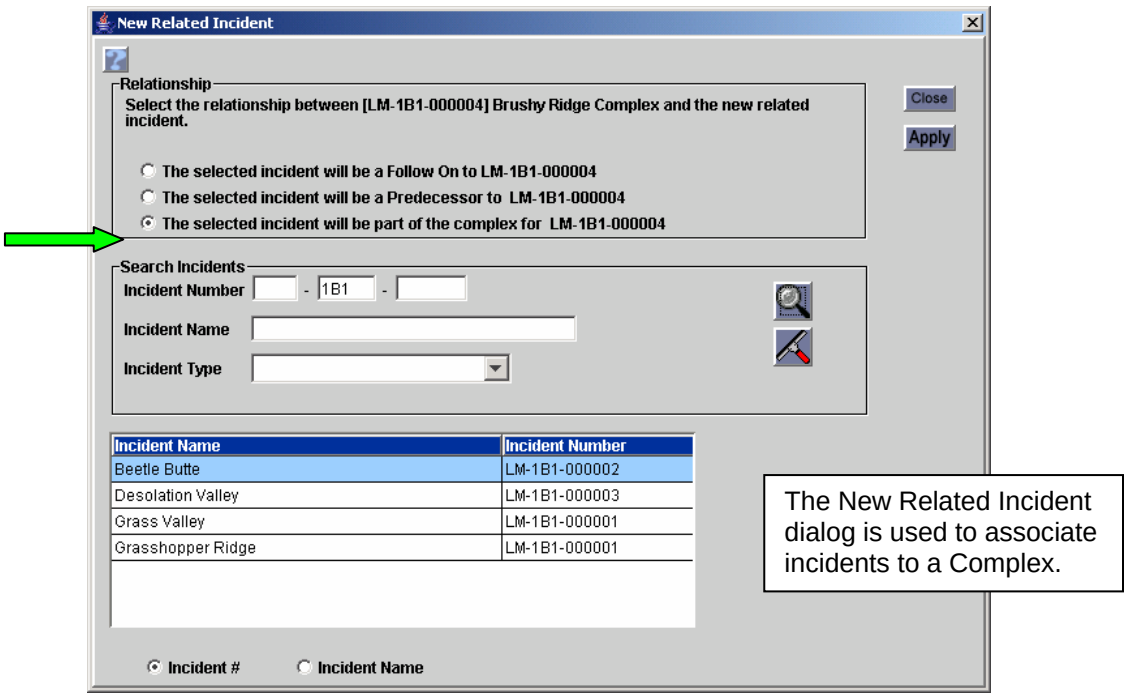

Figure 8. Associating incidents to a Complex.
- The 'Related Incidents' button *on the Incident screen for the Complex* is used to view or modify the associated incidents (Figure 8).